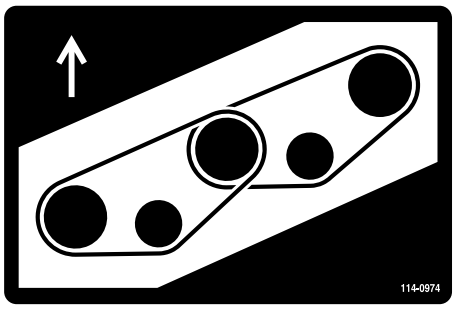

Bild 125
7. Verlegen Sie den neuen Riemen um die Spindelscheiben und die Spannscheiben (Bild 125 und Bild 126).